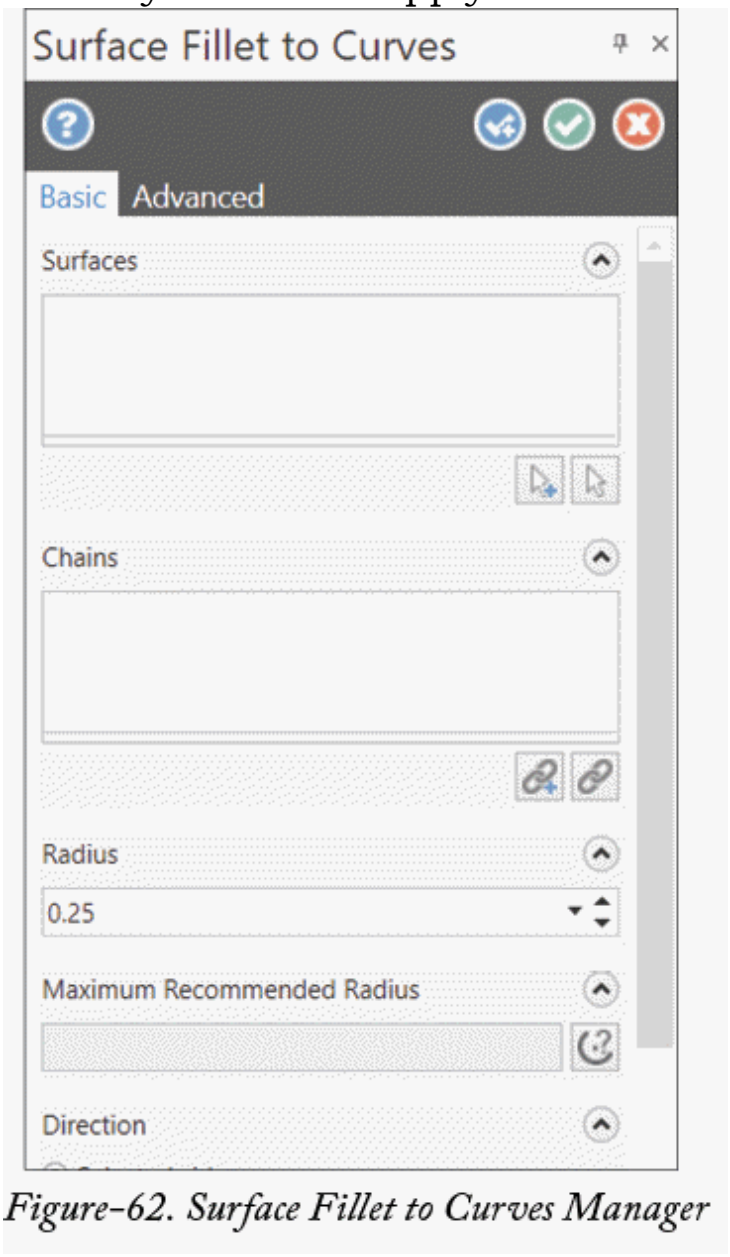

Figure-62. Surface Fillet to Curves Manager
- Click on the **Fillet to Curves** tool from the **Fillet to Surfaces** drop-down in the **Modify** group of **Surfaces** tab in the **Ribbon**. The **Surface Fillet to Curves Manager** will be displayed; refer to Figure-62 and you will be asked to select surfaces to which you want to apply the fillet.